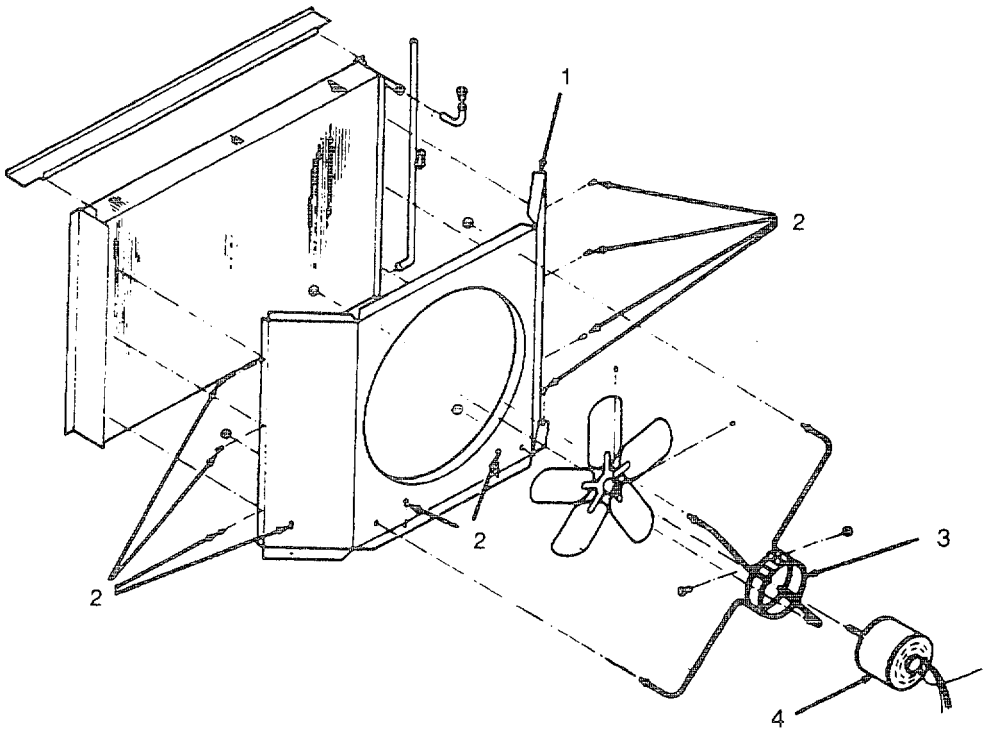

Figure 4-39. Venturi Panel
(1) Inspect venturi panel (1, Figure 4-39) for loose mounting and corrosion Tighten any loose screws (2) If corrosion is present contact Direct Support Maintenance.
(2) Install both side door assemblies. See para 4-19.
(1) Clean venturi panel (1, Figure 4-39) with water and wipe dry with clean rags.
(2) Remove the 10 screws (2) securing the venturi panel (1).
(3) Mark the position of the outdoor fan motor bracket (3) on the outdoor fan motor (4)